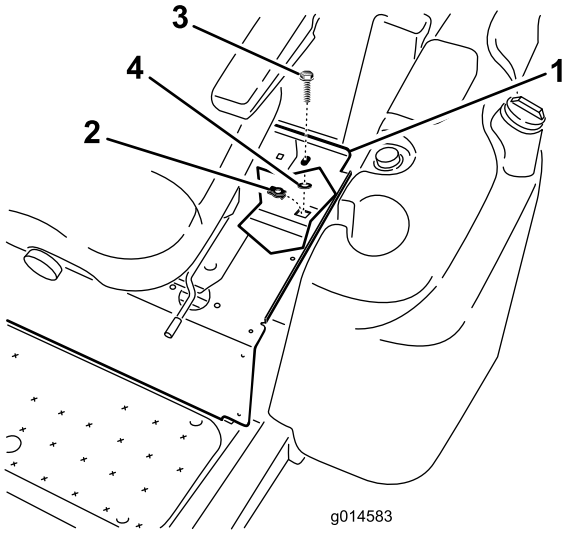

Figura 4
2. Instale uma porca de retenção no furo do chassis sob o canto traseiro esquerdo da placa do banco (Figura 4).